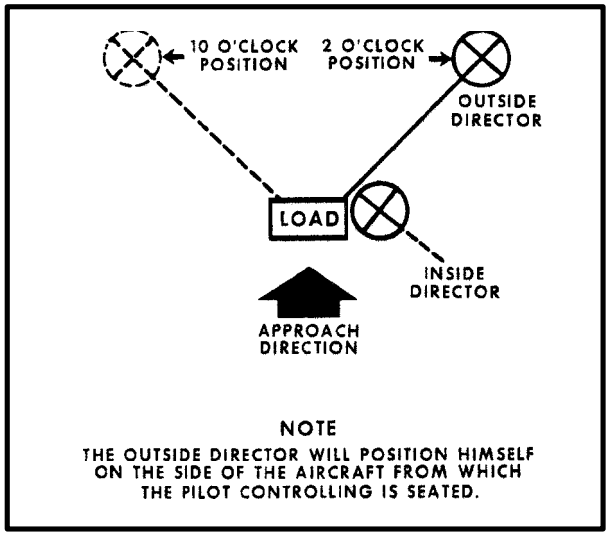

*Figure 5-3. HST Initial Position*
**f. Positioning Personnel (USMC).** Marine Corps HST operations require different positions for the HST personnel (Figure 5-3). As the helicopter approaches the landing site, the outside director is at a position of 2 (or 10) o'clock upwind of the load. From this position he is able to guide the helicopter over the load with the pilot's [illegible] approach. The helicopter is to